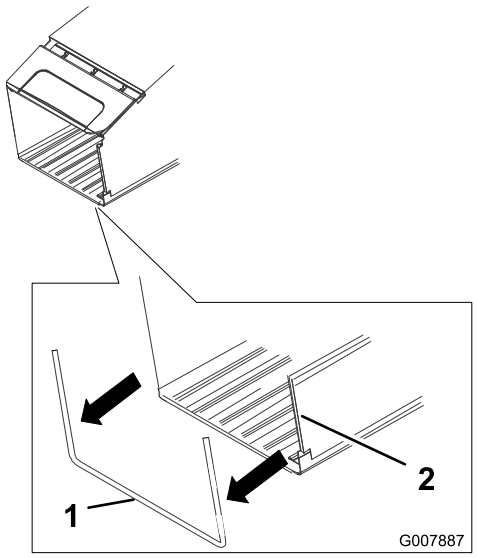

Figuur 6
1. Bevestig de twee zijtunnels van de graszak aan het zakframe, zoals wordt getoond in (Figuur 6).